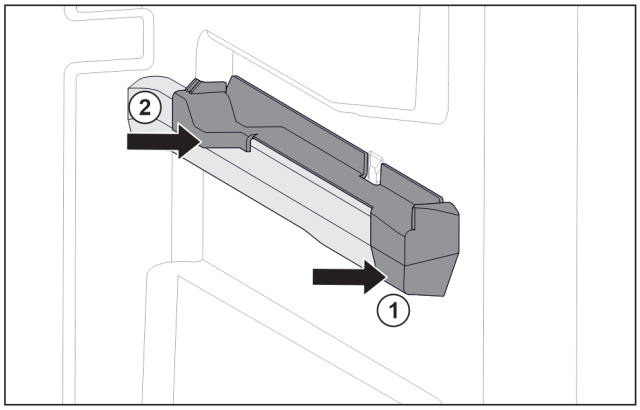

Fig. 150 Elemento inseribile sulla nervatura destra del contenitore
▶ Posizionare l'elemento inseribile sulla parte anteriore della nervatura del contenitore. *Fig. 150 (1)*
▶ Premere l'elemento inseribile sulla parte posteriore. *Fig. 150 (2)*